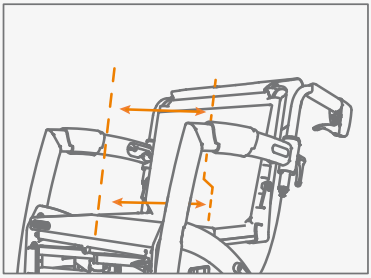

Figure 46: Baisse des deux bandes du dessous plus souples.
d. Dans la plupart des cas, les bandes du dessous devront être réglées plus souples que les deux bandes du dessus **(Figure 46)**. Fixez le velcro de sorte que le bassin de l'utilisateur soit correctement redressé et que le dossier soutienne bien le dos.